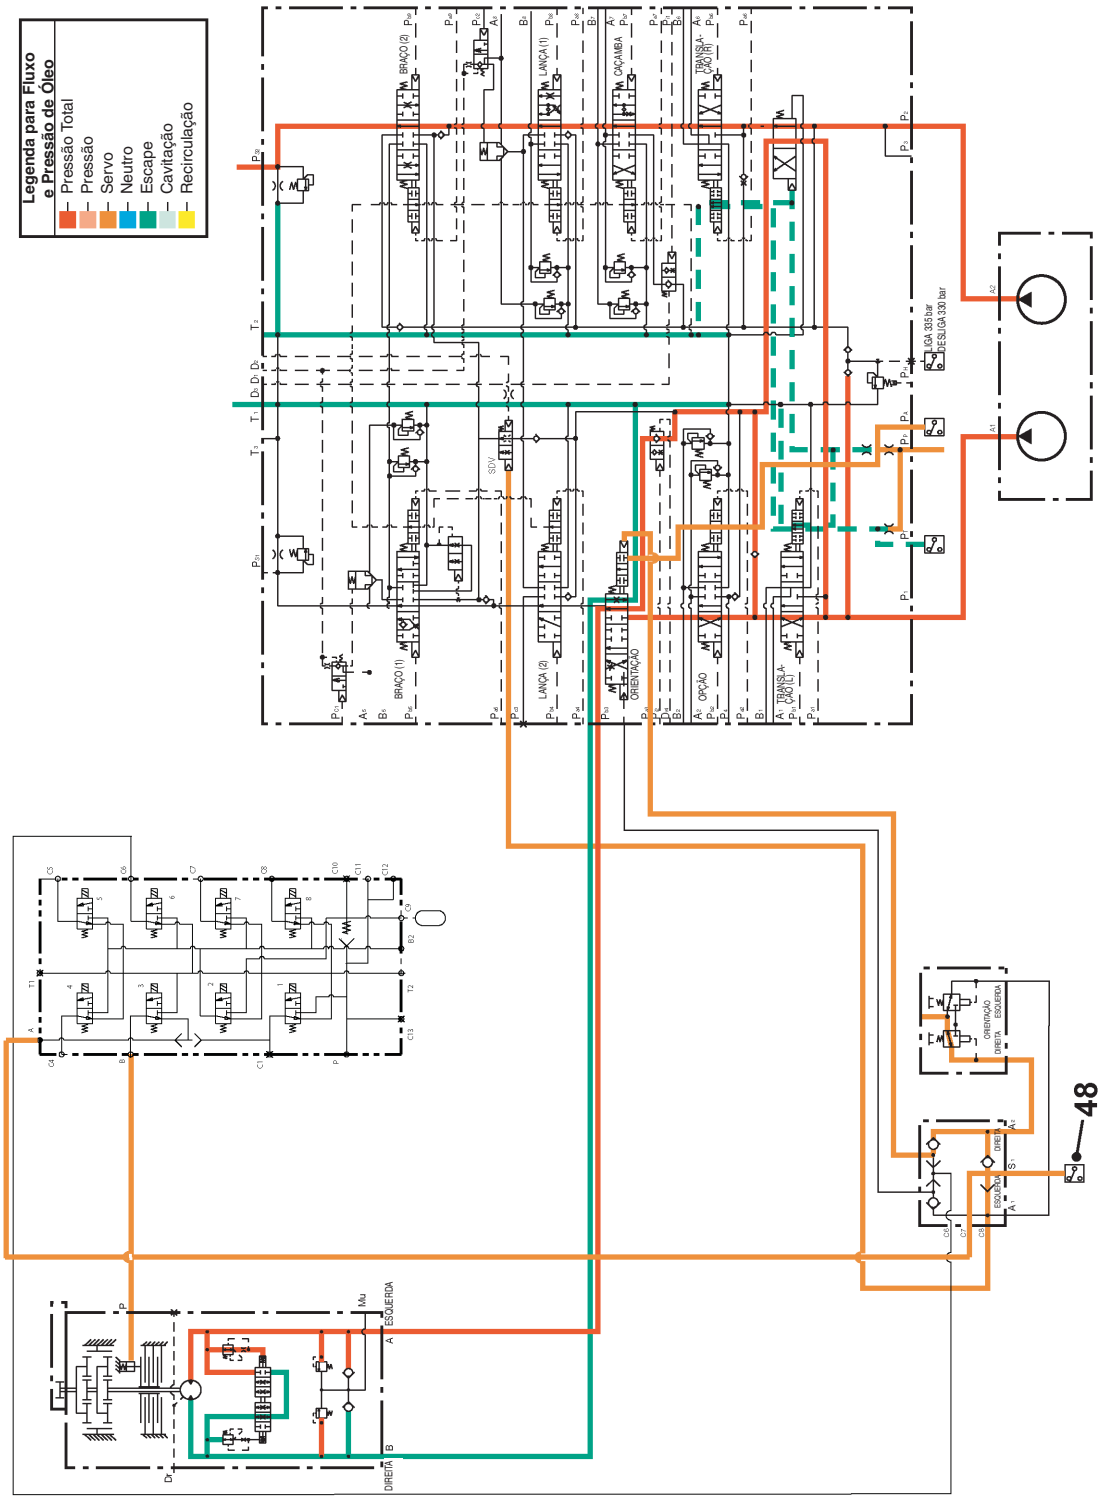

Fig 26. Circuito de Giro
Para esquema, ⇒ ***Fig 26. (63)***.
⇒ ***Fig 26. (63)***